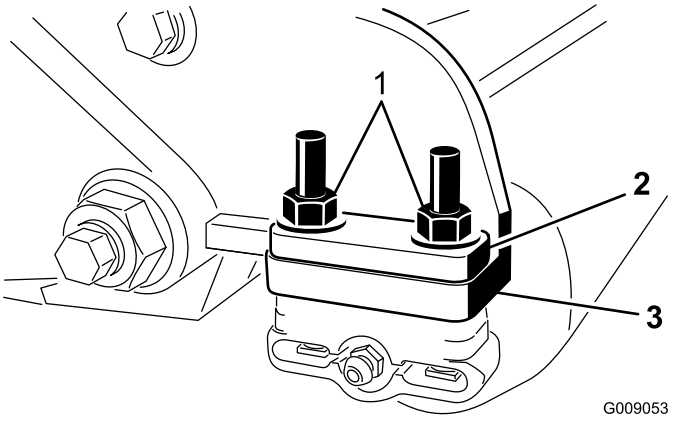

Figure 7
6. Retirez les 2 contre-écrous à embase qui fixent chaque support de rouleau aux plaques latérales (Figure 7). N'enlevez pas les vis. **Déposez également les entretoises de 6 mm placées sur le dessus de la bride de montage de la plaque latérale.**